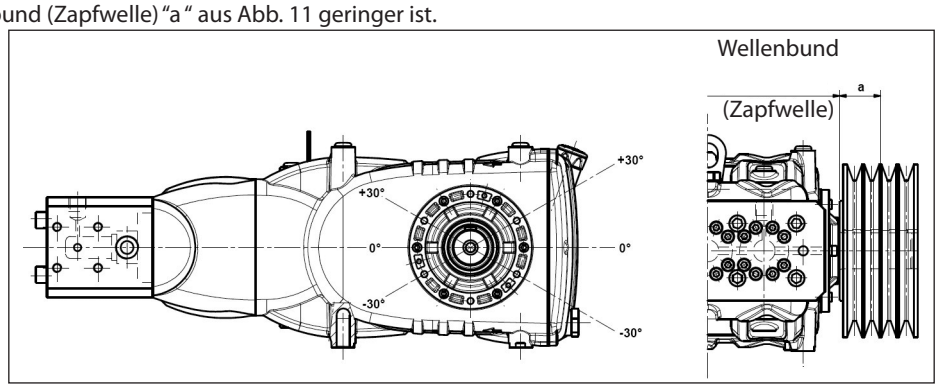

Abb. 11
Der Antrieb gilt als richtig bemessen, wenn die Belastung bei einem maximalen Abstand **a=40 mm** vom Wellenbund (Zapfwelle) angewandt wird, siehe Abb. 11.
b) Verwenden Sie Hochleistungsriemen - zum Beispiel **XPB** statt **SPB** - da hierbei weniger Riemen bei gleicher Leistungsübertragung benötigt werden und der Abstand zum Wellenbund (Zapfwelle) "a " aus Abb. 11 geringer ist.
e) Folgen Sie der Spannungsrichtung des Riemens lt. Angaben in Abb. 11. Wenden Sie sich bei anderen Anforderungen an die ***technische Abteilung*** oder den ***Kundendienst***.